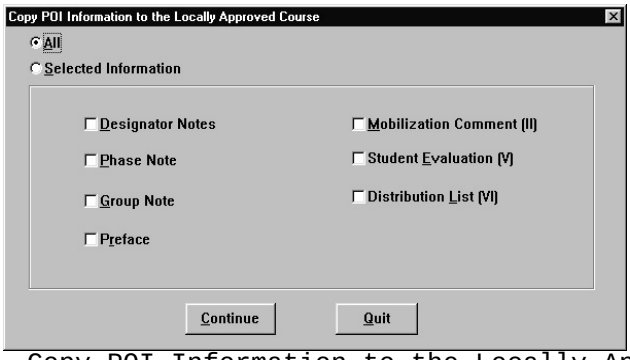

Figure 6-133. Copy POI Information to the Locally Approved Course
1. From the POI Edit dialog box (Figure 6-129), click on **Copy**. The Copy POI Information to the Locally Approved Course dialog box (Figure 6-133) opens.